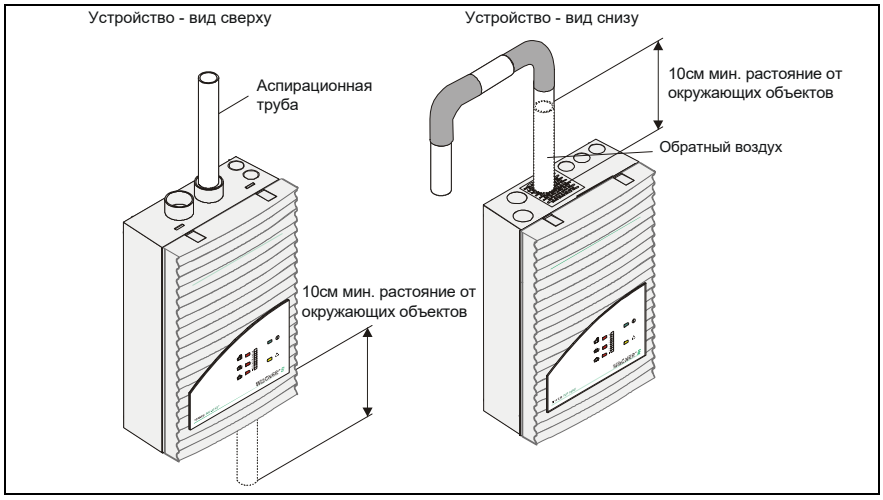

Рис. 5.6: Установка TITANUS *TOP · SENS*®
5. Установите монтажную панель с платой сброса в место, показанное на Рис. 5.6.